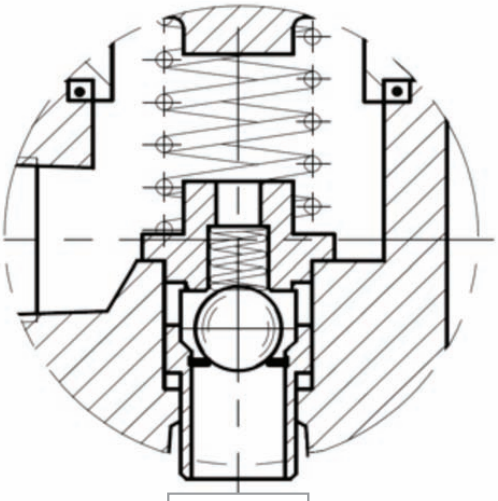

Figure 20
2. **Vapor Removal System (VRS)** option **(Figure 20)** provides rapid flow-through of vapor until liquid reaches the valve and then closes off the vapor orifice for maximum pump efficiency and flow rate. i.e. fulfills an excess-flow valve type of function. **NOTE:** once the orifice is closed, the valve operates like a standard bypass valve with no liquid bleeding past the orifice.